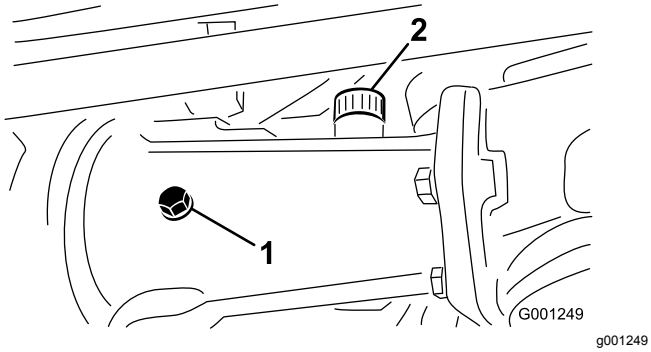
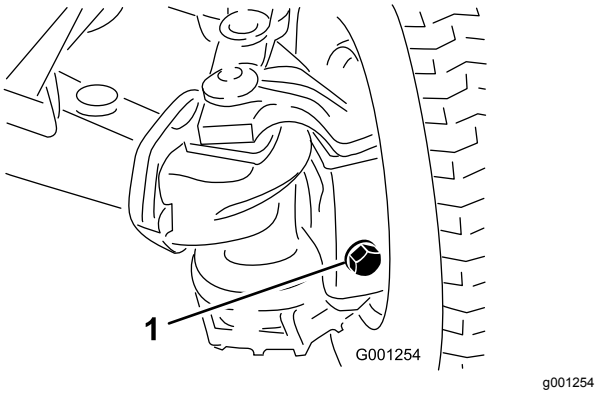

Figur 59
Figur 60
2. Fjern kontrolproppen fra centerakselhuset og akslen, og påfyldnings-/kontrolpropperne ved hvert udvendige akselhus (Figur 59 og Figur 60).
3. Kontroller, at smøreolien når op til gevindene i bunden af hvert aftapningshul (Figur 59 og Figur 60).
A. Hvis du fylder centerakselhuset, skal du fjerne påfyldningsproppen (Figur 59).
B. Fyld den angivne bagakselolie i akslens beholder(-e), indtil oliestanden når op til bunden af kontrolprophullerne (Figur 59 og Figur 60).
C. Hvis den er fjernet fra centerakselhuset, skal du påføre PTFE-gevindforsegling på gevindene på påfyldningsproppen og montere den i huset (Figur 59).
5. Sæt PTFE-gevindforsegling på gevindene på kontrolproppen fra centerakselhuset og påfyldnings-/kontrolpropperne fra de to udvendige akselhuse (Figur 59).
6. Monter kontrolproppen i centerakselhuset og påfyldnings-/kontrolpropperne i de to udvendige akselhuse (Figur 59 og Figur 60).
1. Drænprop (3)
8. Sæt PTFE-gevindforsegling på gevindene på kontrolproppen fra centerakselhuset og påfyldnings-/kontrolpropperne fra de to udvendige akselhuse. Se Kontrol af bagakselolien (side 53) og Figur 59 i Figur 60.
9. Monter kontrolproppen i centerakselhuset og påfyldnings-/kontrolpropperne i de to udvendige akselhuse. Se Figur 59 og Figur 60 i Kontrol af bagakselolien (side 53).